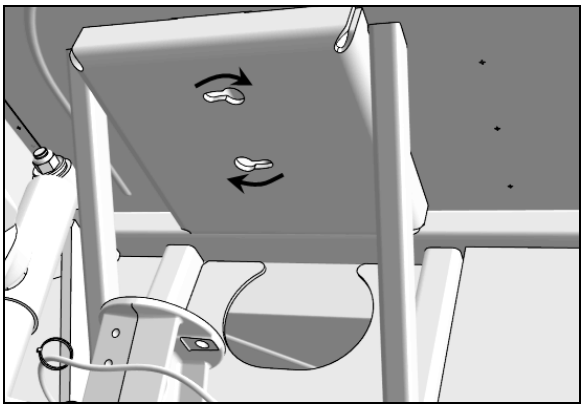

**FIGURE 3: AIR SPRING UPPER MOUNTING PLATE**
6. Rotate the air spring clockwise (Figure 3) to free the upper attachments from the mounting plate.